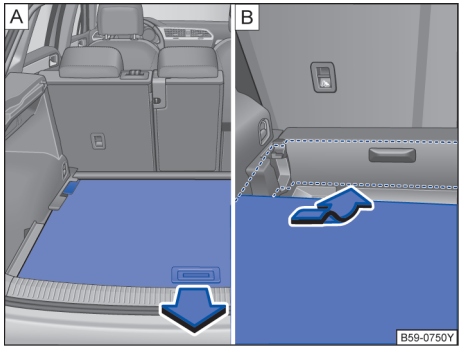

图 197 行李厢内：竖起行李厢地板（视装备而定）
– 将行李厢地板高度调整至最高→ 图 197，然后向前推到底。
– 拉起行李厢地板，然后将它从行李厢侧面的导轨中向后拉出→ 图 197。
– 将行李厢地板插入所需高度的导轨中，然后向前推到底→ 图 197。